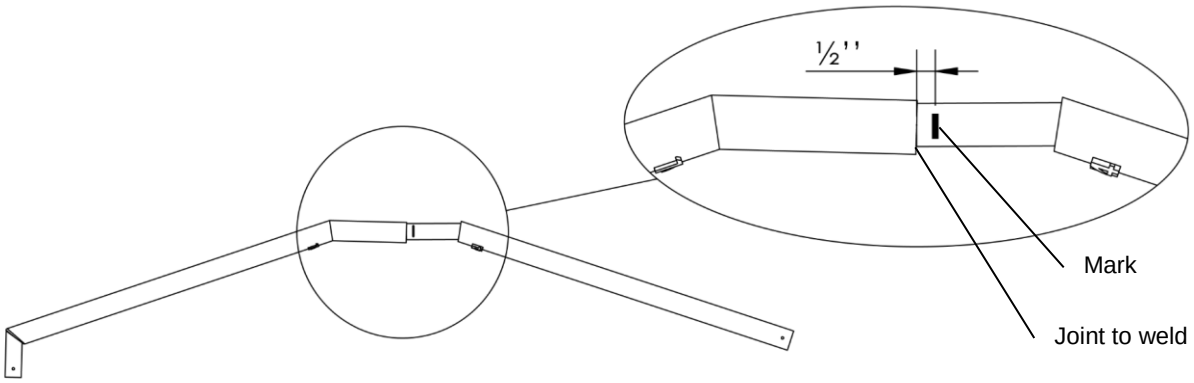

Figure 2
6. **Figures 2.** Put the cross-bows flat on the ground and position the mark ½" outside the union joint.